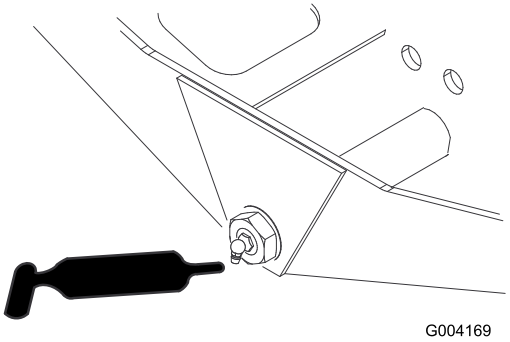

Figur 48
- Axelns styrtapp (1) (Figur 48)